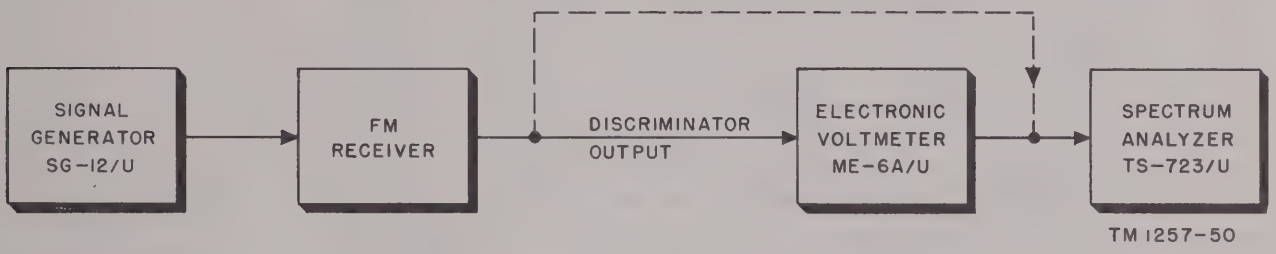

Figure 45. Modulation distortion test set-up.
(1) Connect the equipment as shown in the block diagram (fig. 45).
(2) Set the SG–12/U to the desired r-f frequency and deviation.
(3) If the output of the discriminator of the f-m receiver is less than the 1 volt required to drive Spectrum Analyzer T–S 723/U, the ME–6A/U may be used as a low distortion amplifier as shown in the solid line connections on the block diagram.
(4) Measure the distortion.
(5) The distortion should be less than 5 percent.